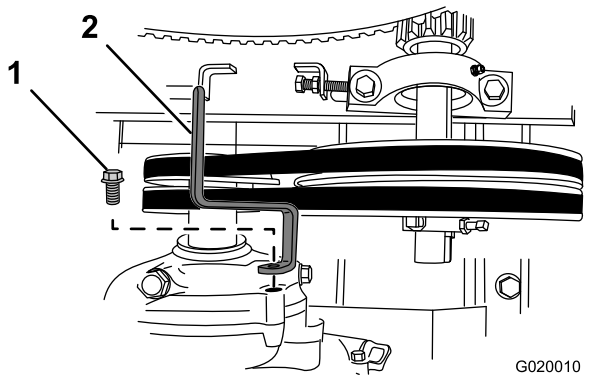

Figure 71
3. Retirez le boulon qui fixe le guide de courroies au moteur, et déposez le guide (Figure 71).
7. Fixez légèrement le guide de courroies au moteur (Figure 71) avec le boulon retiré à l'opération 3 de Dépose des courroies (page 45).